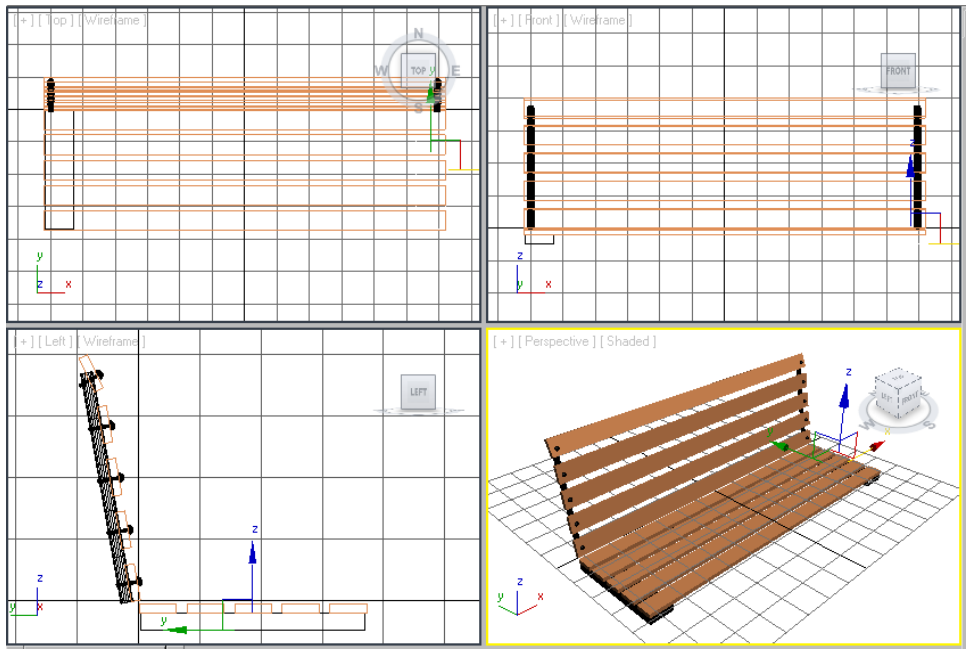

Figure 3-56 *Alignment of the leg support002 with the horizontal seat support*
7. Invoke the **Select and Move** tool and align the *leg support002* with the *horizontal seat support* in all viewports, as shown in Figure 3-56.